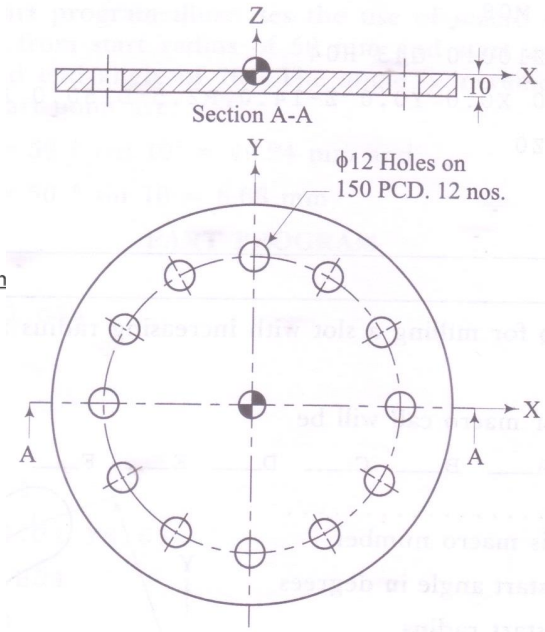

Fig. 3
Q.4 **(a)** Write a macro for machining center to drill number of holes on pitch circle diameter, starting angle, the depth of hole as shown in fig 3. [G65 P__X __ Y__ Z __ R __ D __ A __ K __ F __] Y=#25,X=#24,R=#18, F=#9,D=#7,K=#6, A#1. **07**